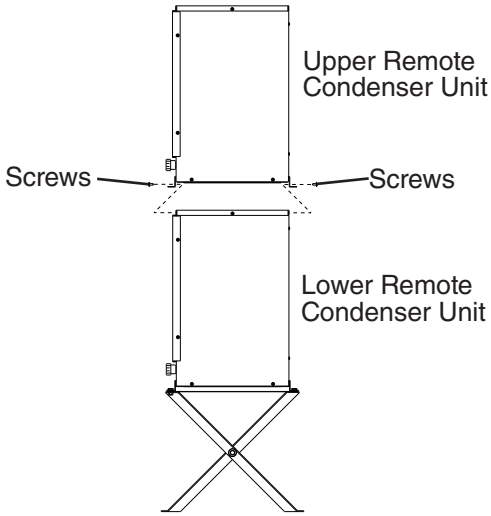

**Fig. 18**
2) Place the upper remote condenser unit on top of the lower remote condenser unit. See Fig. 18.